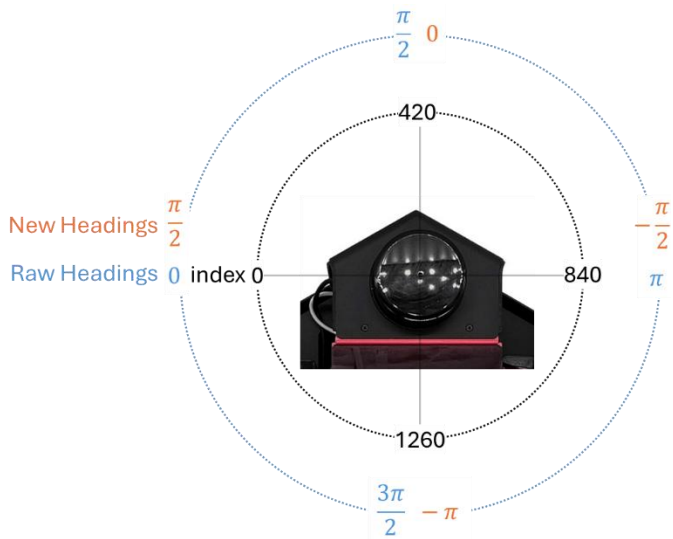

Figure 1. LiDAR measurement correction
3. Notice in **adjust_and_subsample()** under **QBPRanging()**, heading angles from the LiDAR sensor are multiplied by -1 and added to pi/2. This is to correct the headings such that the angle value of 0 corresponds to the front of the QBot, as shown in Figure 1. In addition, the angles are now increasing counterclockwise, consistent with the positive convention of our reference frame. Furthermore, this function returns every 4th element in the distance and angle data, effectively downsampling these signals fourfold. Downsampling is beneficial in the obstacle detection application as it allows for faster computation when high resolution is not necessary.